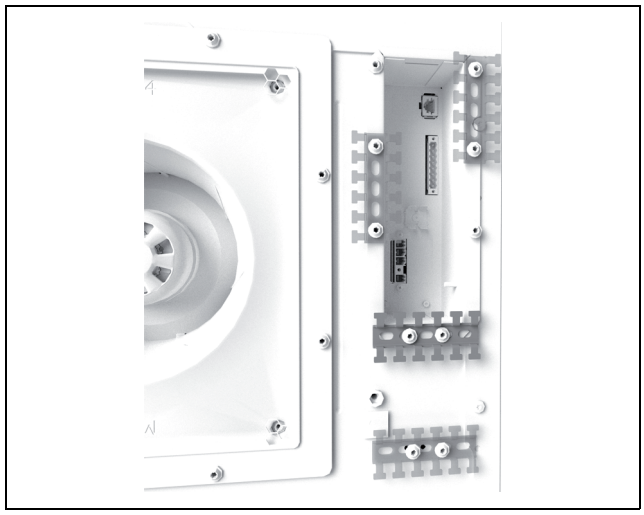

Fig. 39: Montagem da guia para cabos (exemplo)
– O contato da blindagem do cabo pode ser feito na guia para cabos (fig. 39).